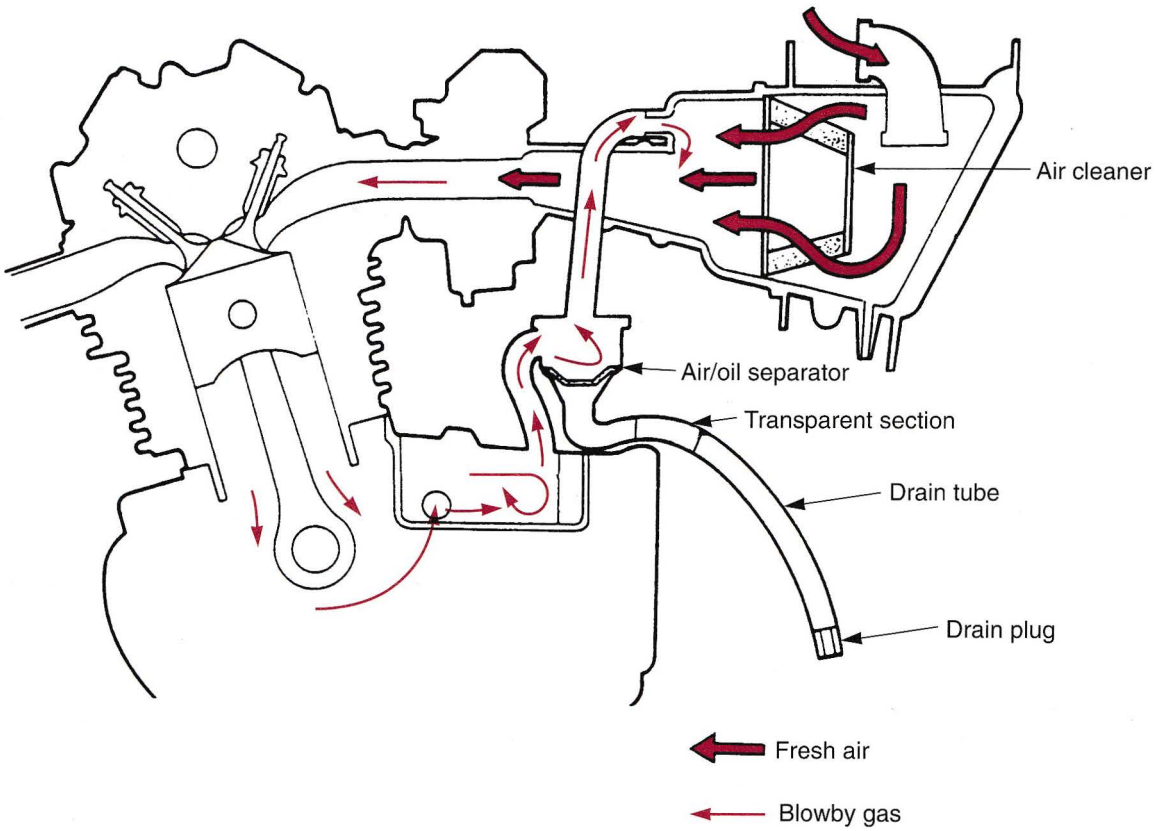

Figure 12-13. Typical crankcase emission control system. (Honda Motor Co., Ltd.)
- ***Crankcase emission control system.*** This system routes crankcase emissions through the air cleaner and into the combustion chamber, **Figure 12-13.** Condensed crankcase vapors are accumulated in an air-oil separator and drain tube, which must be emptied periodically. Refer to the maintenance schedule in the service manual for each model. The drain tube needs to be checked for oil accumulation more frequently if the machine has been consistently driven at high speeds or in rain.